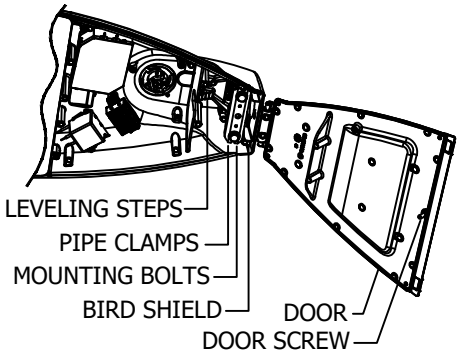

FIGURE 4
1. **BIRD SHIELDS:** THE BIRD SHIELD BEHIND THE PIPE CLAMP HAS A 1 1/4" (1.660 OD) OPENING. REMOVE SHIELD IF LARGER PIPE IS USED. SEE **FIGURE 4.**
2. **MOUNTING ARM:** UNFASTEN, OPEN AND REMOVE DOOR FROM HINGE CRADLE. ADJUST PIPE CLAMP OPENING SLIGHTLY LARGER THAN PIPE SIZE. INSERT MOUNTING ARM THROUGH BIRD-SHIELD (IF USED) AND INTO THE LUMINAIRE UNTIL IT HITS THE LEVELING-STEPS EXTENDING FROM TOP OF HOUSING. SEE **FIGURE 4.**
SEE **FIGURE 4.**